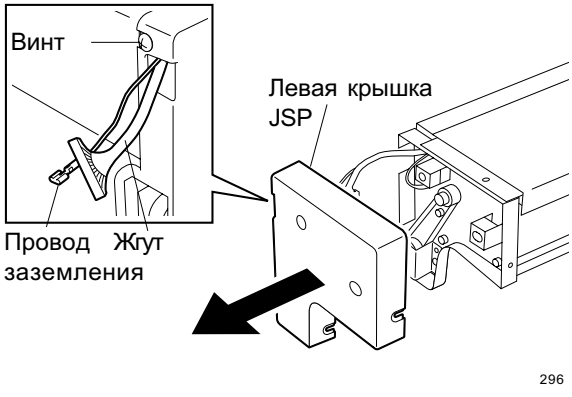

Fig. 6-7
2. Снимите левую крышку JSP. (см. Fig. 6-7)